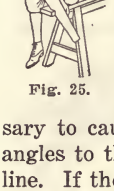

Fig. 25.
24. Cross-Cut Sawing.—Sawing across grain is called cross-cut sawing. Back saws are cross-cut saws, but the term cross-cut saw, as commonly used, refers to a hand-saw having the teeth filed for cutting across the grain of the wood. Sawing may be done either on a saw-horse or at a bench. For large stock, the saw-horse is preferable. Fig. 25 shows the board, saw and body in position for using the cross-cut saw. The saw is held in the right hand and guided by the thumb of the left hand, held against the side of the saw. The cutting edge of the saw should be held at an acute angle to the surface of the board and the cut started on a back stroke. Gradually increase the stroke to the full length of the saw. The weight of the saw should furnish all the pressure necessary to cause it to cut. The sides of the saw should run at right angles to the surface of the board. The saw kerf should follow the line. If the saw kerf tends to leave the line, it may be brought back by taking short strokes and gently twisting the blade in the direction it should go. This is often necessary in rip sawing. In sawing, a long even stroke should be used. It is not tiresome, cuts fast, and gives a smooth even cut. A short jerky arm and shoulder motion gives a rough, irregular cut and is tiresome.